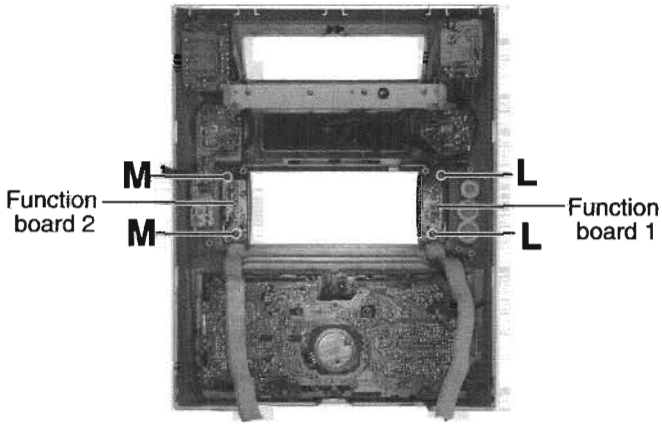

Fig.17
■Removing the boards in the front panel assembly (See Fig.17 to 18)
— Function board1 (See Fig.17) —
— Function board2 (See Fig.17) —